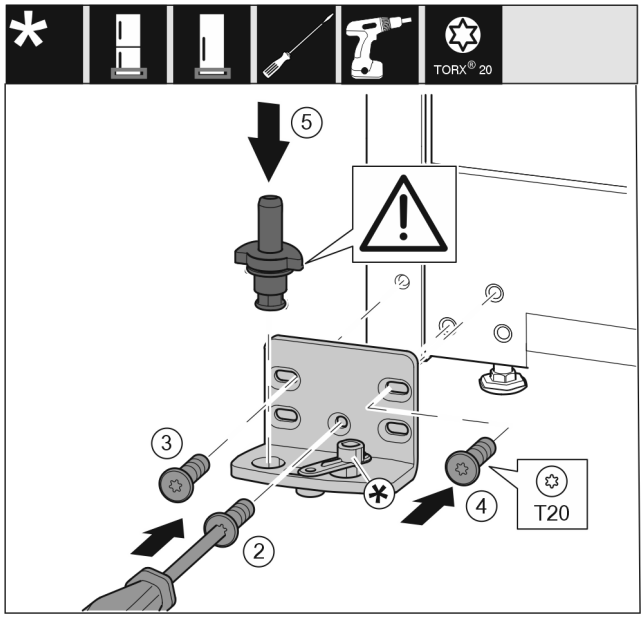

Fig. 20
- ▶ Nasaďte stojan ložiska na druhé straně a přišroubujte pomocí šroubováku. Začněte šroubem *Fig. 20 (2)* dole uprostřed.
- ▶ Utáhněte šroub *Fig. 20 (3)* a šroub *Fig. 20 (4)*.
- ▶ Zcela vložte ložiskový čep *Fig. 20 (5)*. Přitom dávejte pozor, aby zajišťovací vačka směřovala dozadu.